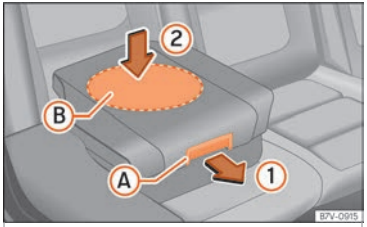

Fig. 99 Embedded child seat: lower the pillow.
- Pull the unlock lever ››› Fig. 99 Ⓐ on the cushion in the direction of the arrow ①.
- Push the cushion down through the central area Ⓑ in the direction of the arrow ② until it safely engages ››› ❗. The side supports fold away automatically.
When lowering the integrated child seat, only press on the centre of the cushion ››› Fig. 99 ②. Otherwise the cushion could bend and not engage properly.